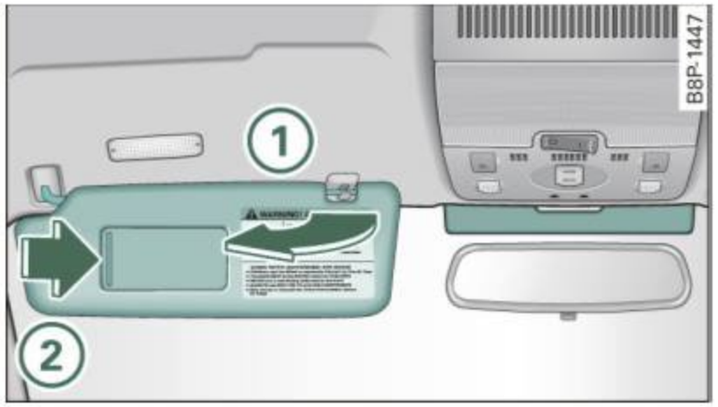

Fig. 57 Sun visor
The sun visors for the driver and front passenger can be removed from their center mountings and moved toward the door windows (1) ⇒ *page 60,* fig. 57 to protect against side glare.